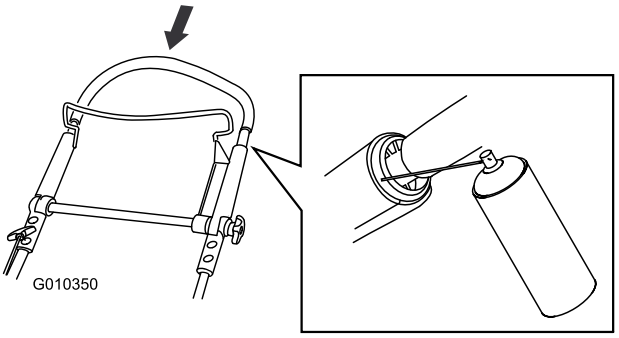

Figur 44
2. Skub det øverste håndtag helt ned og sprøjt på det ydre håndtags indre plastikoverflade (Figur 44).